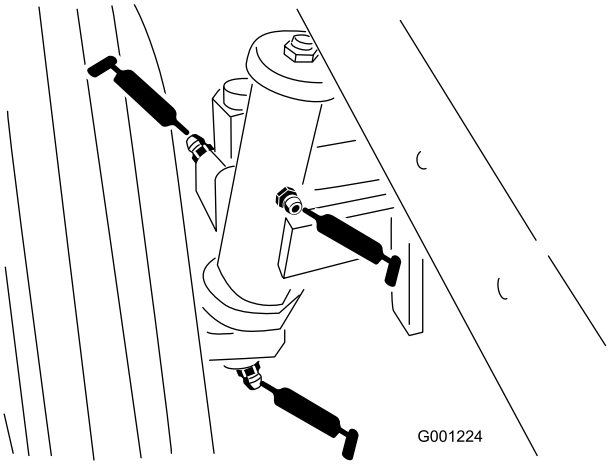

Figur 42
- Bakhjulets spindelhylser (Figur 42)